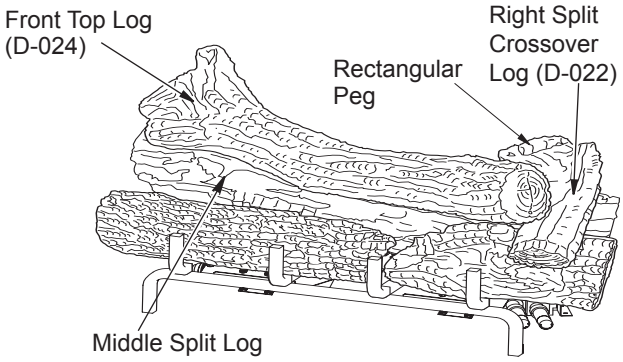

Figure 24 - Installing Front Top Log
7. For GTA/GTB logs, find the front top log (D-024). See ***Figure 24***. The left end of this log has a square hole that fits over a square peg that is on the top of the middle split log. The right end of this log rests behind the knot on the top of the front right log.